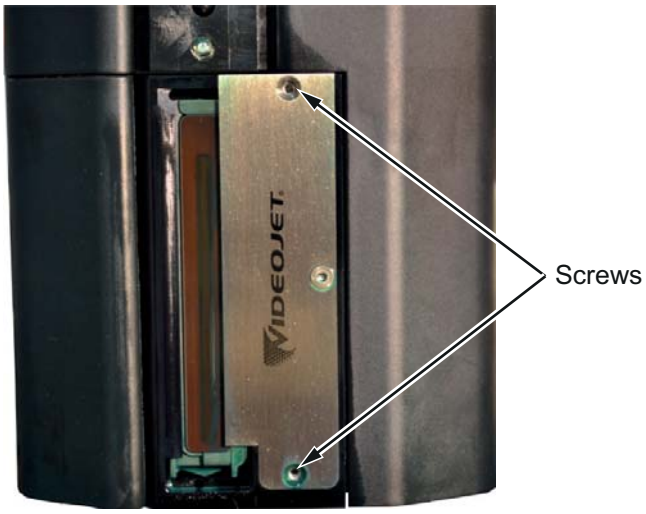

Figure 5-23: Remove Nozzle Plate Securing Screws
a. Remove the two screws that attach the nozzle plate to the printhead as shown in Figure 5-23.